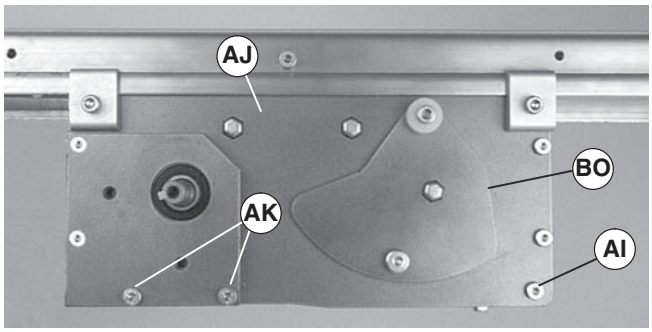
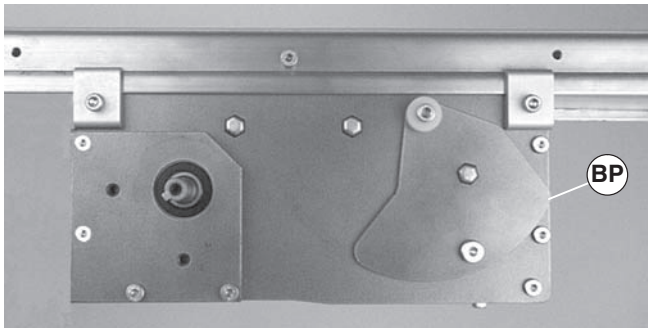

Figure 40
Figure 41
15. Tighten screw (Figure 40, item AI) on each side of center drive module (AJ) to 80 in-lb (9 Nm).
16. Install screws (Figure 40, item AK) on each side of center drive module (AJ). Tighten screws to 80 in-lb (9 Nm).
For a new belt, the tension plate will be in position (Figure 40, item BO). When tension plate extends to position (Figure 41, item BP), the conveyor belt must be replaced.